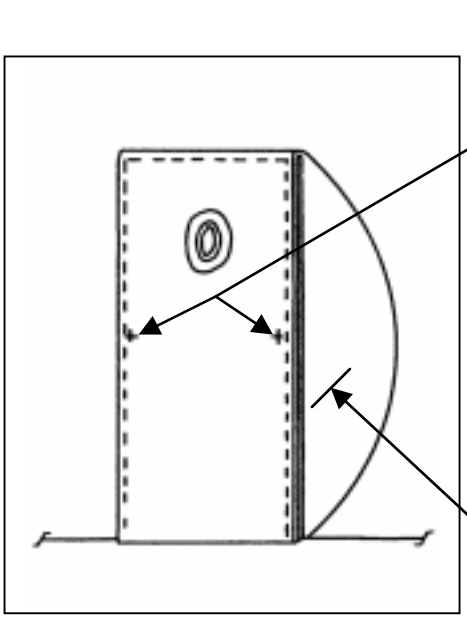

FIGURE 2
2. La patte d'attache du loop doit faire une boucle continue de sangle Type 12 [Fig 2].
Aligner le bord de la sangle type 12, coupée à chaud sur les marques illustrées aux Fig 2 & 3.
Marquer la couche supérieure de la sangle Type 12 juste au-dessus des marques des Fig 2 & 3.